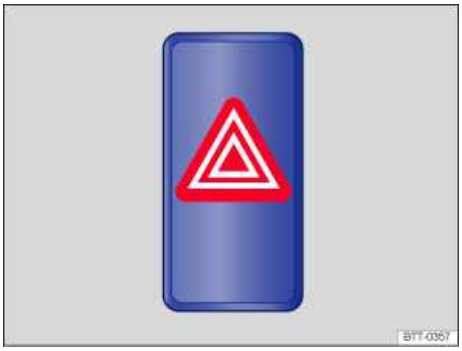

**Fig. 174** In the center of the instrument panel: Button for the emergency flashers.
2. Switch on emergency flashers by pressing the ⚠ button ⇒ fig. 174.